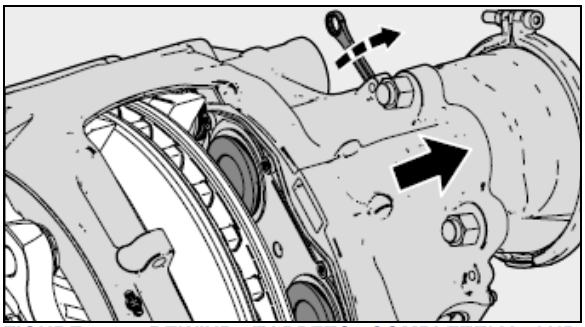

**FIGURE 45: REWIND TAPPETS COMPLETELY AND PUSH CALIPER IN DIRECTION OF MIDDLE OF VIEW**
4. Fully wind back the tappets (13) using a ring spanner and shear adapter (61) (see Figure 45).